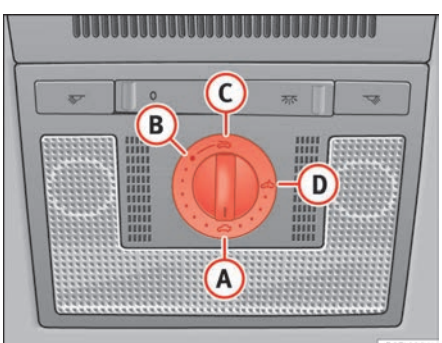

**Fig. 69 Roof lining description: rotary sun roof control / deflector**
– Turn the rotary button to position (A) ⇒ fig. 69 ⇒ ⚠.